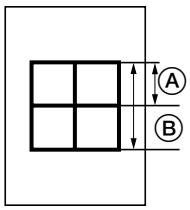

Figure 3-2-3
① Output an A3/11" × 17" VTC pattern in interrupt mode.
② Measure Ⓐ and Ⓑ on the VTC pattern (Figure 3-2-3), and perform the following adjustments if they are different from the correct sizes: